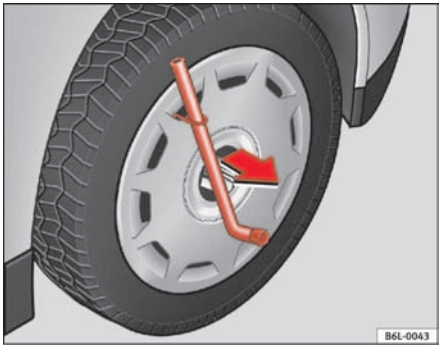

Fig. 132 Remove hub caps
– Remove the wheel cover using the wire hook ⇒ fig. 132.[6)]